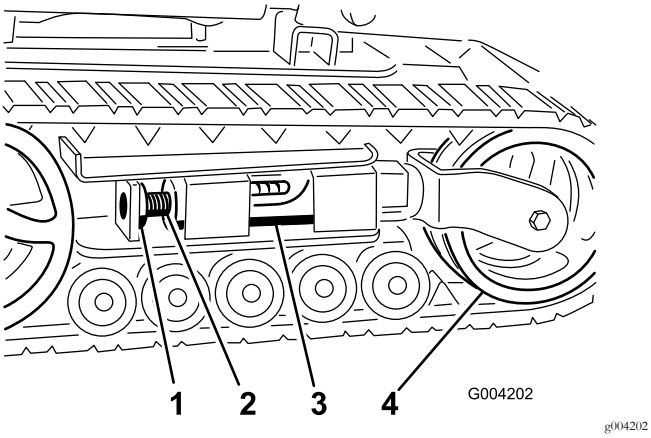
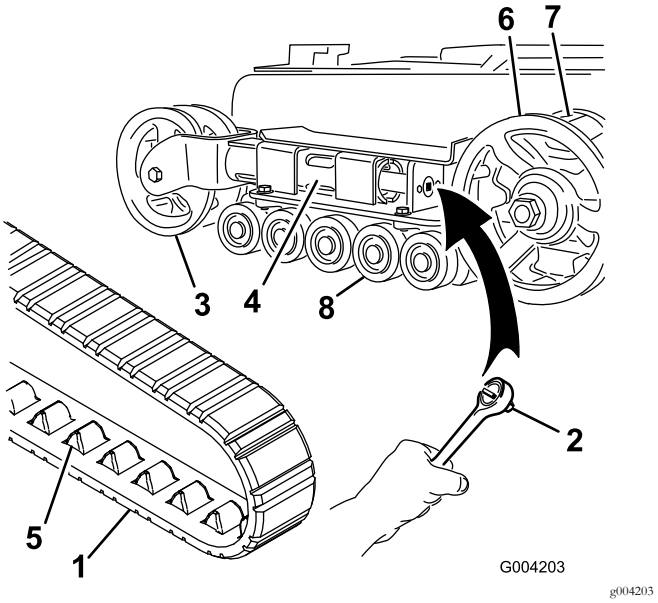
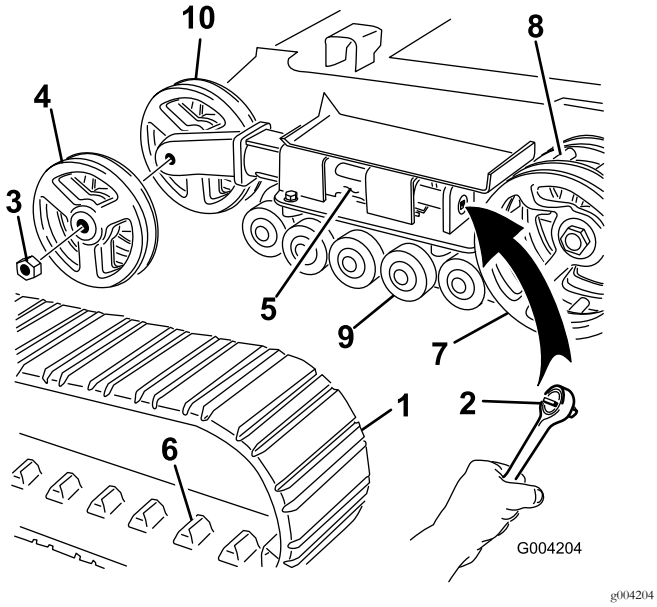

Figuur 48
Figuur 49
Figuur 50
3. Verwijder de borgbout en de moer (Figuur 48).
5. Lijn de dichtstbijzijnde inkeping in de spanschroef uit met de opening van de borgbout en bevestig de schroef met de borgbout en moer (Figuur 48).
4. Gebruik een dopsleutel van ½" en verminder de spanning door de spanschroef rechtsom te draaien (Figuur 48 en Figuur 49).
5. Duw het spanwiel in de richting van de achterzijde van de eenheid zodat de vorkbuis het frame raakt (Figuur 49). (Als de buis het frame niet raakt, blijf dan aan de spanschroef draaien totdat dit wel zo is).
7. Als de rupsband van het spanwiel af is, verwijdert u de band van de kettingwielaandrijving en de wegwielen (Figuur 49).
8. Begin bij de kettingwielaandrijving en plaats de nieuwe rupsband rond de aandrijving. Controleer of de aansluitpunten tussen de afstandsstukken op de aandrijving passen (Figuur 49).
9. Duw de rupsband onder en tussen de wegwielen (Figuur 49).
4. Gebruik een dopsleutel van ½" en verminder de spanning door de spanschroef rechtsom te draaien (Figuur 48 en Figuur 50).
5. Duw het spanwiel in de richting van de achterzijde van de eenheid zodat de spanbuis het frame raakt (Figuur 50). (Als de buis het frame niet raakt, blijf dan aan de spanschroef draaien totdat dit wel zo is).
6. Verwijder de moer waarmee het buitenste spanwiel is bevestigd en verwijder het wiel (Figuur 50).
7. Verwijder de rupsband (Figuur 50).
8. Verwijder de moer waarmee het binnenste spanwiel is bevestigd en verwijder het wiel (Figuur 50).
12. Monteer het binnenste spanwiel en zet het vast met de moer die u eerder hebt verwijderd (Figuur 50).
14. Plaats de nieuwe rupsband en zorg ervoor dat de aansluitpunten van de rupsband goed tussen de afstandsstukken in het midden van de kettingwielaandrijving passen (Figuur 50).
15. Monteer het buitenste spanwiel en zet het vast met de moer die u eerder hebt verwijderd (Figuur 50).